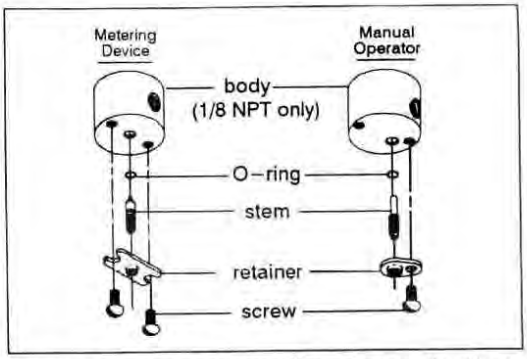

Figure 1. Metering and manual operator constructions.
3. Unscrew solenoid base sub–assembly or valve bonnet with special wrench adapter supplied in ASCO Rebuild Kit. For wrench adapter only, order No. K218948. Remove core assembly, core spring, and solenoid base gasket from valve body. For normal maintenance on Series 8263 valves it is not necessary to remove valve seat. See Figure 1 for metering or manual operator constructions.